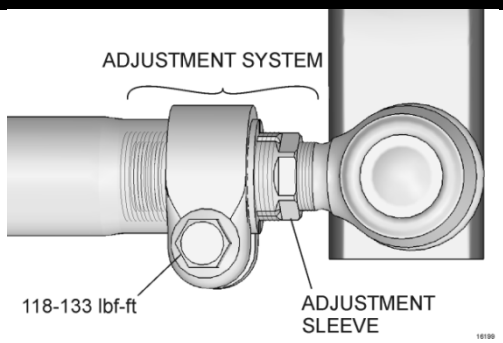

**FIGURE 6**
9. To prevent interference between the ball joint clamp bolts and other components of the steering system, the clamp bolt must be positioned vertically as shown on FIGURE 6. **Tighten the clamp nut to 118-133 lbf-ft**.